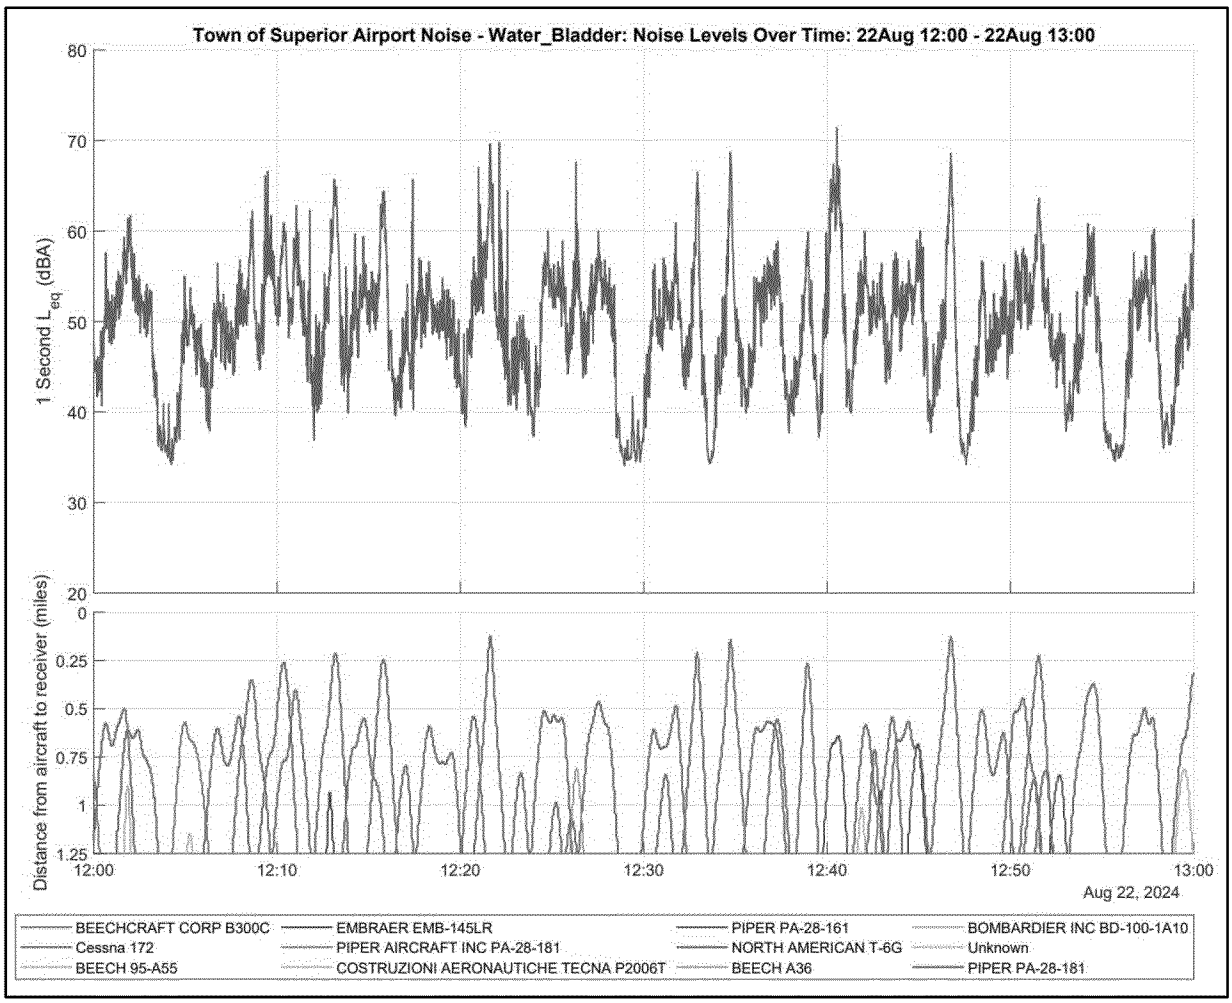

Figure 3 – Noise Levels and Aircraft Operations during an Example Hour on Median Day (Water Bladder)
- Figure 3 shows an hour on this day, during which time the measured level rarely reached ambient conditions (37 dBA), meaning that aircraft noise was almost constantly present.